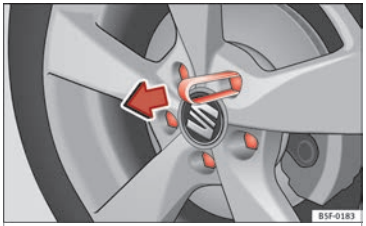

Fig. 123 Pull off the wheel bolt cap.
– Insert the plastic clip into the cap until the inner retaining notches on the clips touch the collar of the cap and then remove it »» Fig. 123.